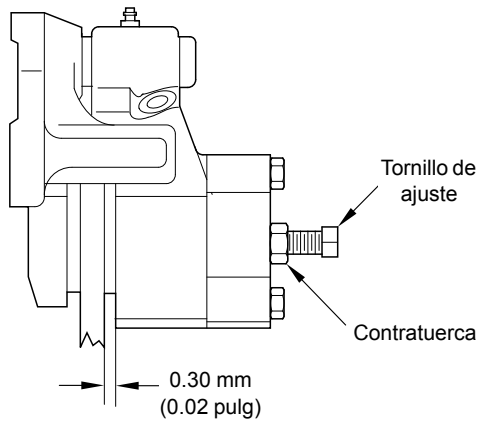

FIGURA 9-7
2. Afloje la contratuerca y el tornillo de ajuste (Figura 9-7).
1. Afloje la contratuerca y desenrosque el perno de ajuste. Consulte la Figura 9-7.